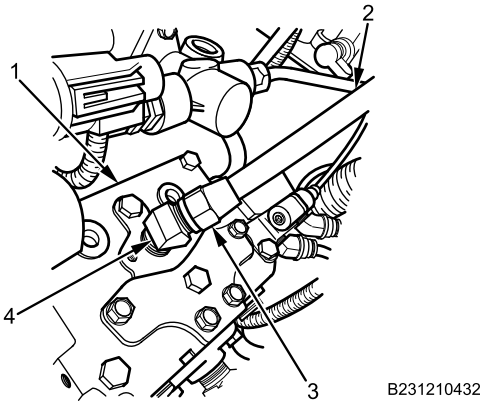

Figure 17. Air Compressor Connection.
15. Apply thread sealing compound to angle fitting (Figure 17, Item 4), install fitting on air compressor (Figure 17, Item 1), and tighten securely.
16. Connect air compressor delivery air line pipe (Figure 17, Item 2) with compression nut (Figure 17, Item 3) on angle fitting (Figure 17, Item 4) and tighten securely.